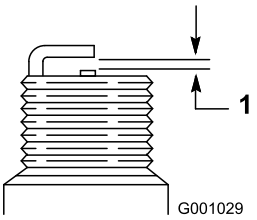

Figur 37
4. Indstil mellemrummet mellem elektroderne på et nyt tændrør til 0,76 mm som vist i Figur 37.